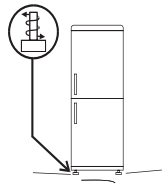

Fig.3
**3** Régler les pieds pour garantir la stabilité de l'appareil et éviter les vibrations et les bruits (fig.3). Si la partie avant est plus haute que l'arrière, la porte se ferme plus facilement.